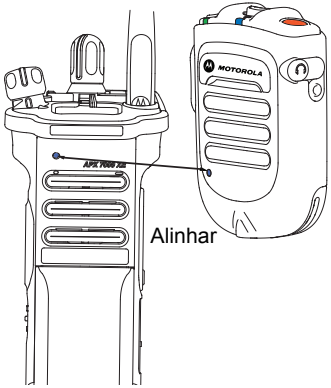

Figura 2.10: Emparelhar o WRSM
2. Coloque o ponto azul (ponto de emparelhamento seguro) do WRSM a 2,5 cm do ponto azul (ponto de emparelhamento seguro) do rádio. Consulte a Figura 2.10.